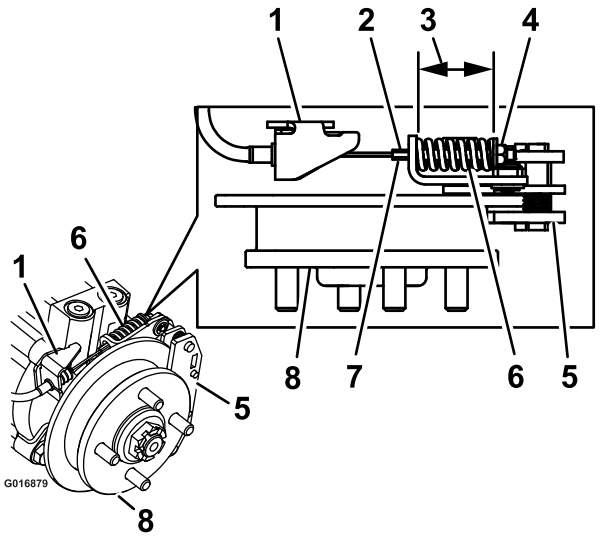

**Figur 72**
9. Hold den gevindskårne stangende med et stykke værktøj, og juster låsemøtrikken, indtil fjederlængden er mellem 3,8 og 4,0 cm (Figur 72). Kablet må ikke dreje, mens møtrikkerne løsnes.